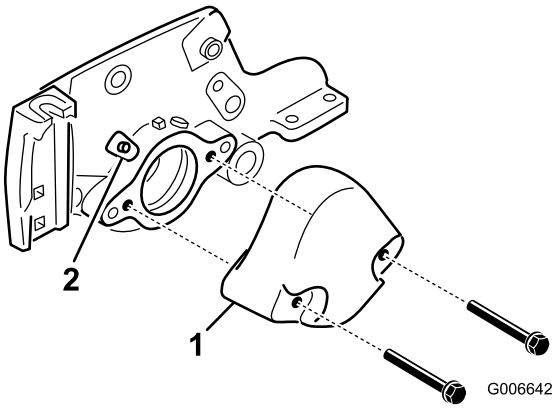

図 3
3. カウンタウェイトをカッティングユニットの左側に固定しているボルト2本を外す。カウンタウェイトを取り外す図 3。
4. ベアリングハウジングについているストレートグリスフィッティングを外して45度フィッティングに取り替える図 3。フィッティングがカッティングユニットの上面を向くように取り付ける。